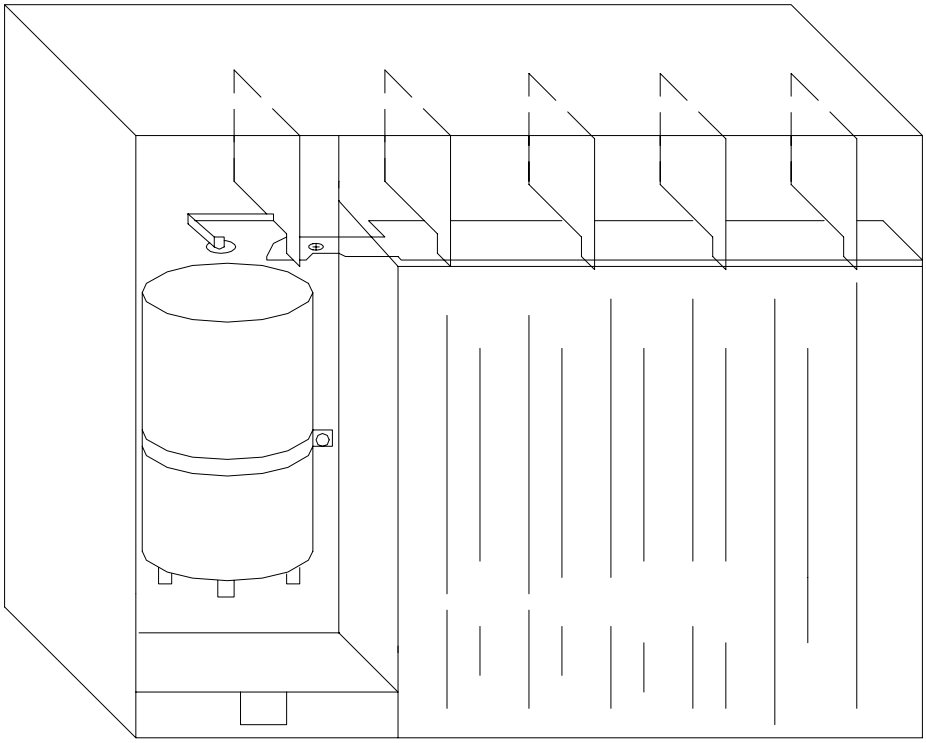
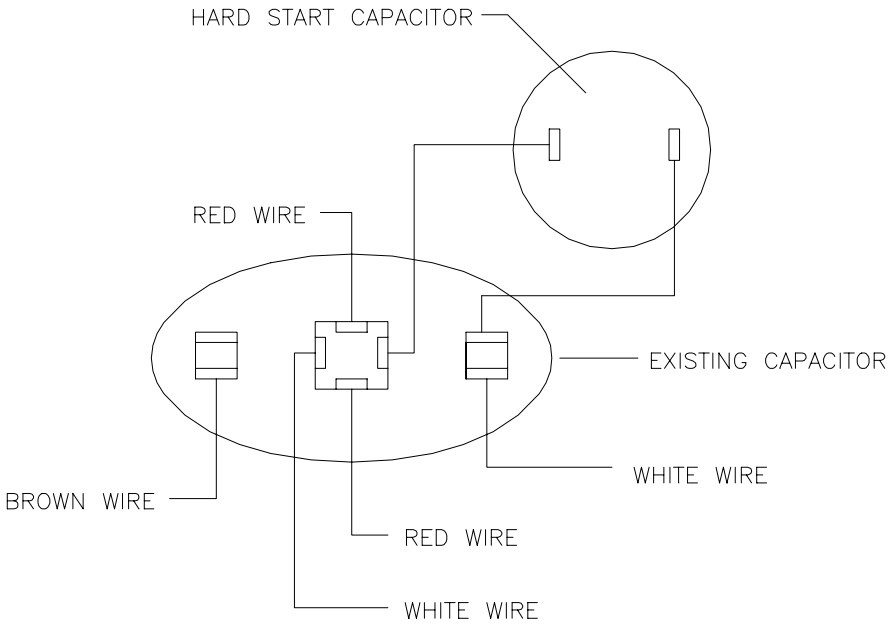

Figure 3-21 ECU Cover Plate Removed to access the Starting Capacitor
Figure 3-22 ECU Hard-Start Kit Wiring Diagram
5. Remove the screws that fasten the control panel plate to the chassis (see Figure 3-21).
6. Remove the nut that fastens the louver base to the chassis (see Figure 3-21).
7. Disconnect the air sweep mechanism connected to the louver motor cam (see Figure 3-21).
10. The ECU starting capacitor is located behind the control panel (see Figure 3-21). The starting capacitor has three terminals, a brown wire is connected to the first terminal, two red wires and one white wire are connected to the center terminal, and one white wire is connected to the third terminal (see Figure 3-22).
11. Connect one lead of Hard-Start Kit to the terminal with the single white wire, and connect the other lead of the Hard-Start Kit to the terminal with the two red wires and one white wire, as shown in Figure 3-22.